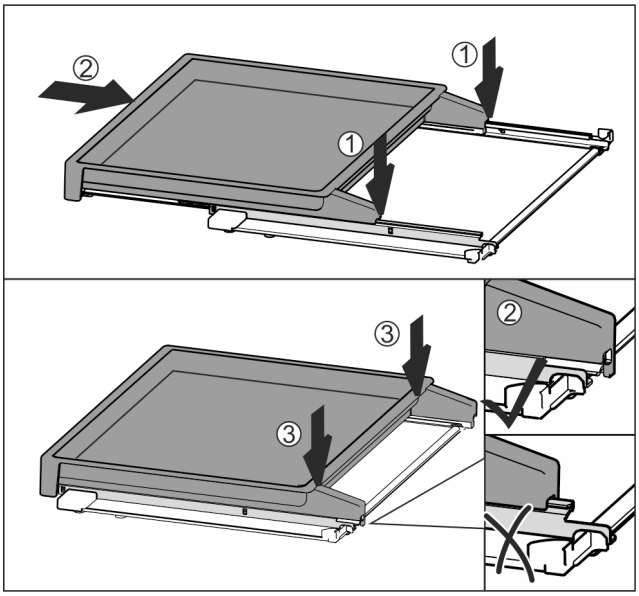

Fig. 155
▶ La poser au centre sur les rails *Fig. 155 (1)*.
▶ Insérer complètement la bordure télescopique *Fig. 155 (2)*.
▶ Appuyer sur sa partie arrière jusqu'à ce qu'elle s'enclenche de manière audible *Fig. 155 (3)*.